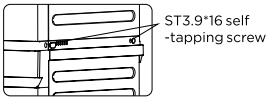

Figure 4
4. Take out four ST3.9*16 self-tapping screws from the accessory bag and fix the dryer base on both sides of the stacking bracket assembly (Fig. 4).